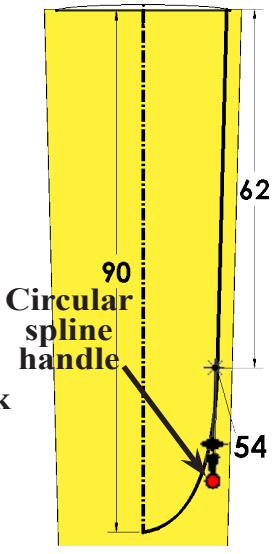

Fig. 39
Step 20. Dimension Tangent Weighting2 **54**, **Fig. 39**. To dimension Tangent Weighting, click the **Circular Spline Handle** (small gray dot), then move the cursor out away from spline and click. Key-in 54 and press ENTER.